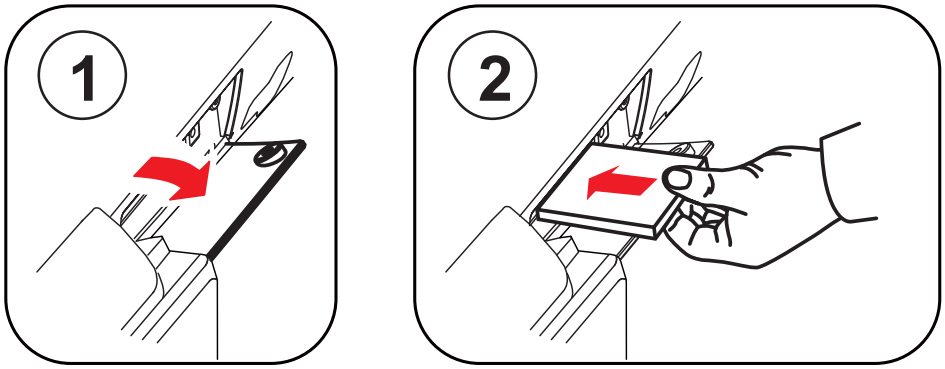

Figure 3-8 Memory Card Installation (2)
1. Open up Memory Card Cover by direction shown in Figure 3-8-①.
2. Insert Memory Card into the memory hole, Figure 3-8-②. If Memory Card is installed properly, the below can be shown.